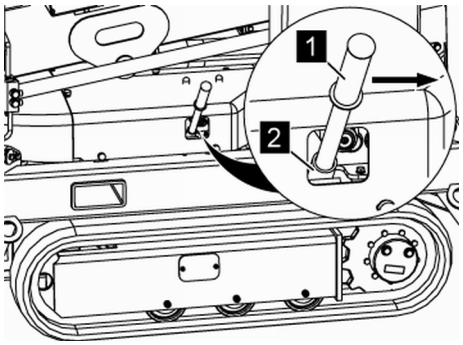

Fig. 69: Locking lever
4. *Insert the locking lever (*Fig. 69/*1) for the chassis adjustment in the locking bolts (*Fig. 69/*2).*
5. *Release the locking mechanism by pressing the locking lever (*Fig. 69/*1) in the direction of the arrow.*
6. *Hold the locking lever (*Fig. 69/*1) in an open position and carefully lift the two outriggers on the crawler chassis side (meaning lowering the chassis on that side) in order for the crawler chassis to insert (↳ Chapter 6.5 'Putting the machine in work position' on page 72).*
7. *Let go of the locking lever (*Fig. 69/*1) and remove.*